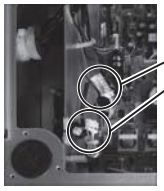

Fig. 3
3. Disconnect the interconnector in the middle of the wiring to the fan motor. (Fig. 3)